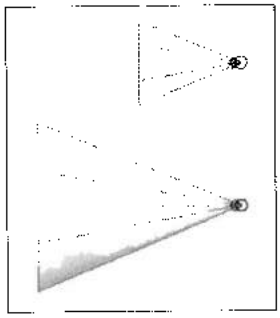

Рис. 23.5. *Прожекторы с разной длиной символа источника света (план этажа)*
- **Light Source Symbol Length** (Длина обозначения источника света) – размер в направлении распространения света, характеризующий длину конуса света для прожекторных источников света на 2М и 3М-видах (рис. 23.5). Этот параметр не действует на тонированное изображение.